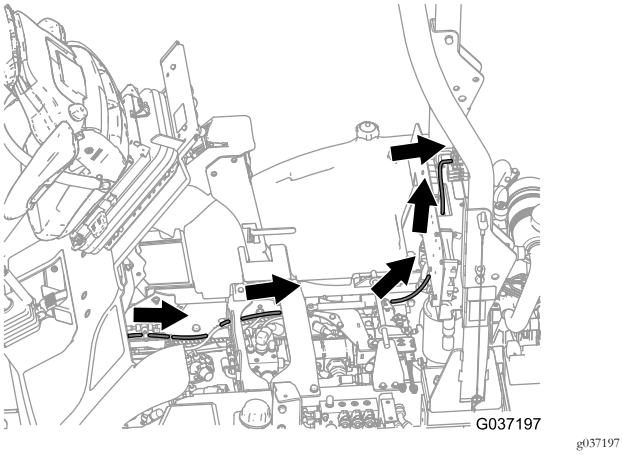

Figura 32
6. Encaminhe o fio em redor da articulação da plataforma e para trás para a área da caixa de fusíveis (Figura 32).